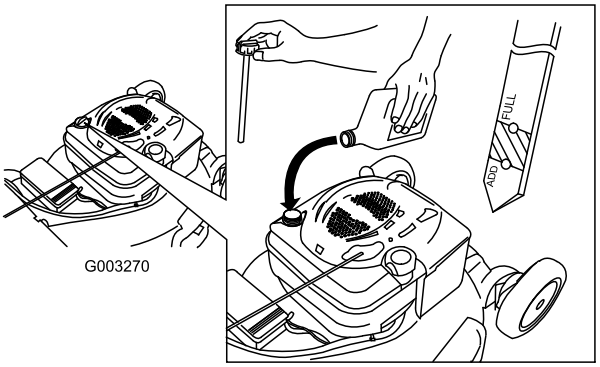

Figur 12
2. Tag målepinden ud (Figur 12).
5. Tag målepinden ud, og kontroller oliestanden på målepinden; se Figur 12.